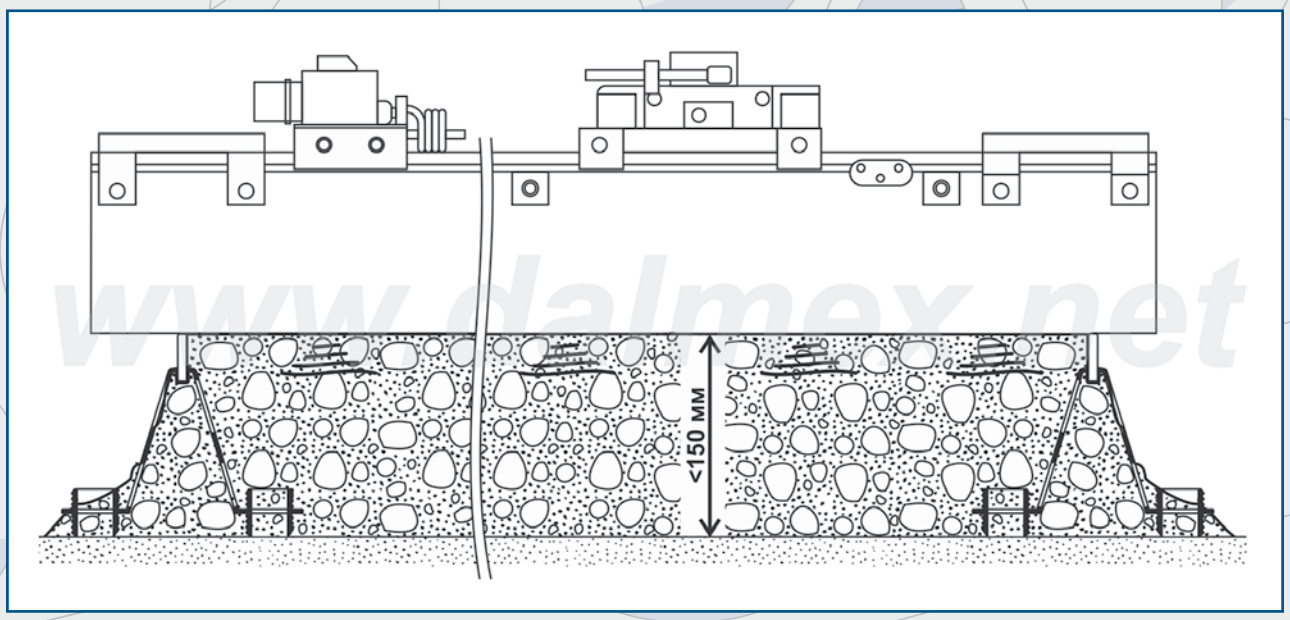

рис. 13
5.3.1. При толщине бетонного основания до 150 мм допускается использование только поверхностного вибратора (виброрейки) (см. рис.13).